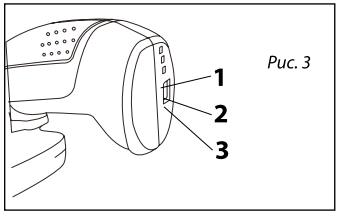

Рис. 3
2. Индикатор состояния заряда аккумулятора *(2)* отображает продвижение процедуры зарядки. *(Рис. 3)*